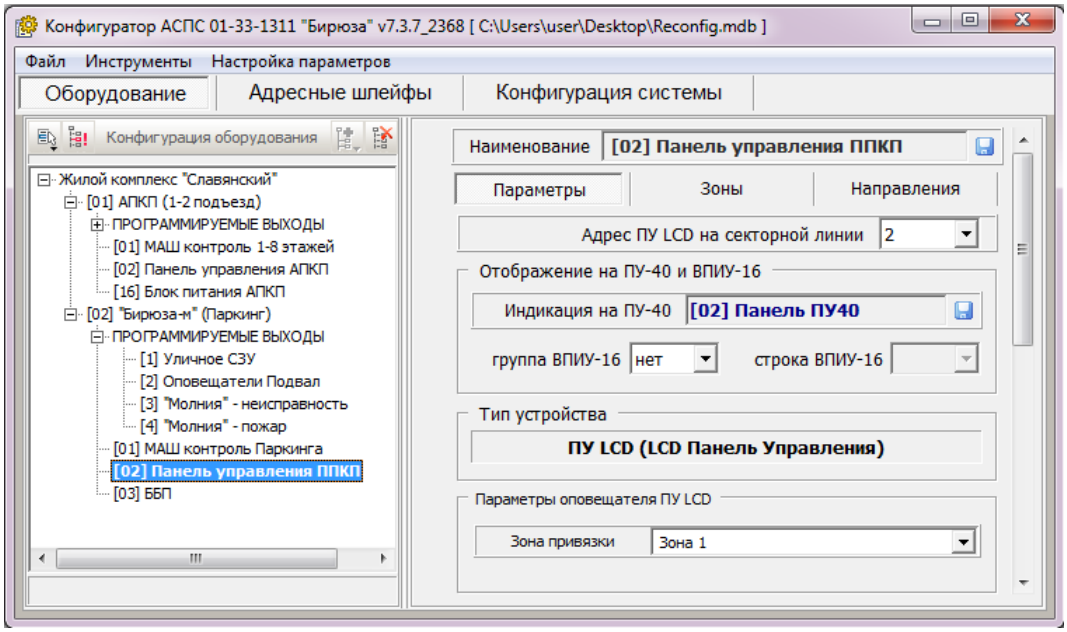

Рисунок 49. Конфигурирование панели управления ПУ «Бирюза»
- Для настройки панели управления ПУ «Бирюза» из состава прибора доступны следующие параметры (рисунок 49):